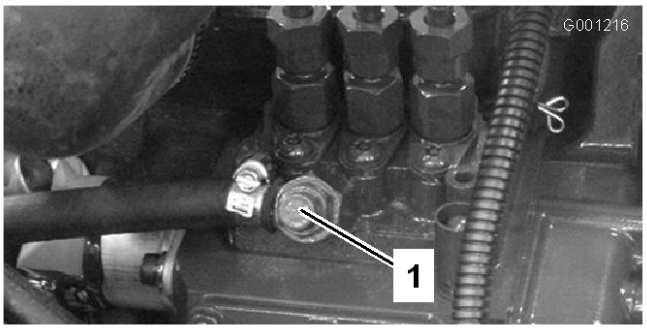

Figur 30
3. Öppna avluftarskruven på insprutningspumpen (Figur 30).